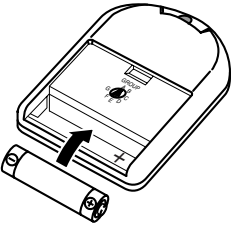

Abb. 2: Batterie einbauen (wechseln)
- Nehmen Sie den Batteriedeckel des Senders ab (vgl. Abb. 2, Seite 5).
- Stellen Sie mit einem feinen Schraubendreher am Gruppenschalter (1) die Gruppe (z. B. **A**) der gewünschten Geräteadresse ein.